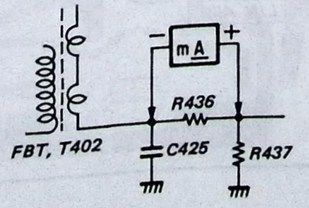

Fig. 21
2. *Connect a DC ammeter for R436 on P Board shown in the Fig. 21.*
3. *Feed in a color bar pattern from a color-bar/ pattern generator, and short circuit pin (2) and pin (3) of BB-2 connector.*